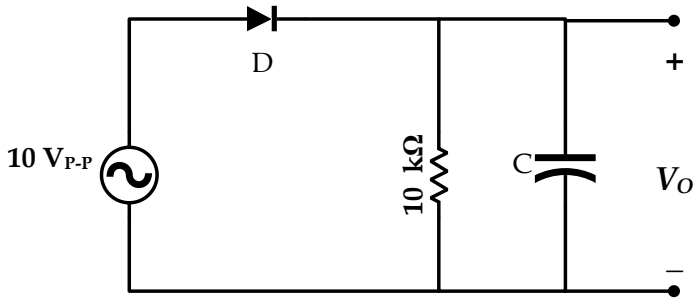

Figure 5.4: Experimental Circuit 1.
1. Connect the circuit in breadboard as shown in figure 5.4 without capacitor.